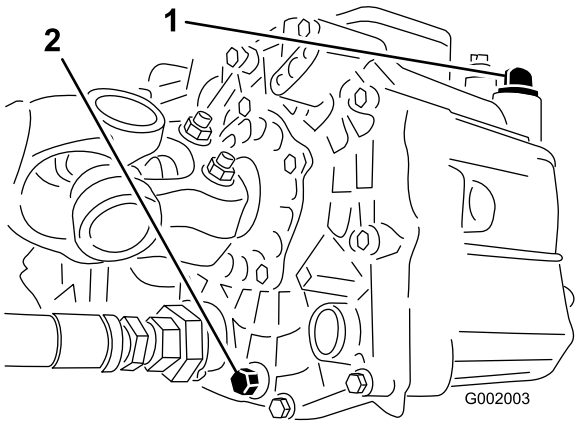

Figur 38
3. Fjern aftapningsproppen fra siden af beholderen, og lad hydraulikolien løbe ud i drænbakken (Figur 38).